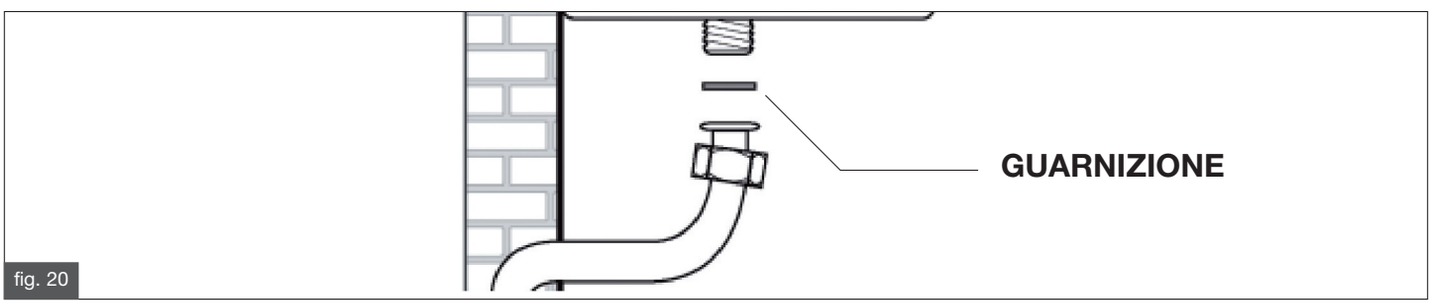

fig. 20
**E' OBBLIGATORIO, per collegare l'attacco gas della caldaia alla tubazione di alimentazione, interporre una guarnizione a battuta di misure e materiali adeguati (fig. 20).**